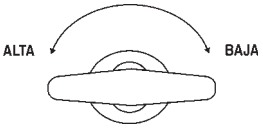

**Figura 68. Control del acelerador del motor**
2. Coloque el control del acelerador (Figura 68) en la posición "**BAJA**".